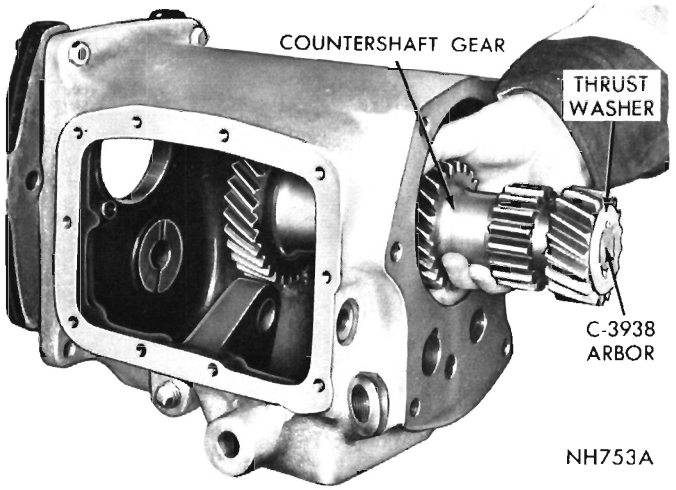

Fig. 34—Removing or Installing Countershaft Gear and Arbor
(4) Remove pinion bearing inner snap ring. Using an arbor press, remove bearing from pinion.
(5) Remove snap ring and 16 bearing rollers from cavity in drive pinion.
(6) Remove countershaft gear from bottom of case (Fig. 34).
(7) Remove arbor and 76 needle type bearings, thrust washers and spacer, from center of countershaft gear.
(4) Install countershaft gear assembly into the case (Fig. 34). Allow gear assembly to rest on bottom of case. (Be sure thrustwashers stay in position.)